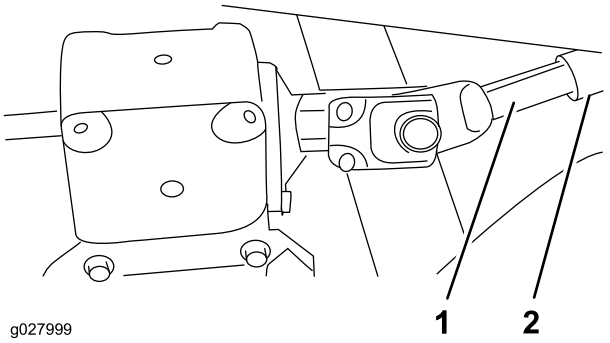

図 2
5. エンジンを停止させ、カッティングユニットをトラクションユニットの下から抜き出し、PTO シャフトのオスメスの接続部分を解除する 図 2。